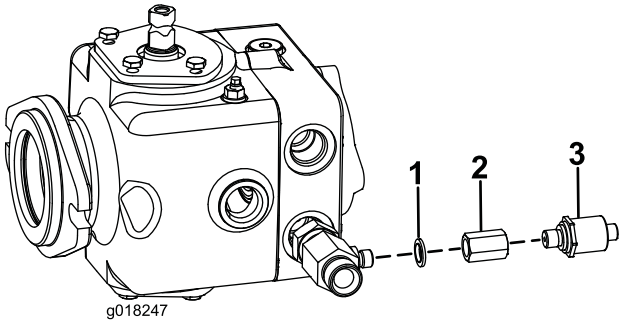

Figura 6
3. Enrosque el adaptador del interruptor de presión en el acoplamiento en T usando una junta de caucho-metal de 1/4 pulgada (Figura 6).
4. Enrosque el interruptor de presión en este adaptador (Figura 6). Apriete el interruptor a 34 N-m.